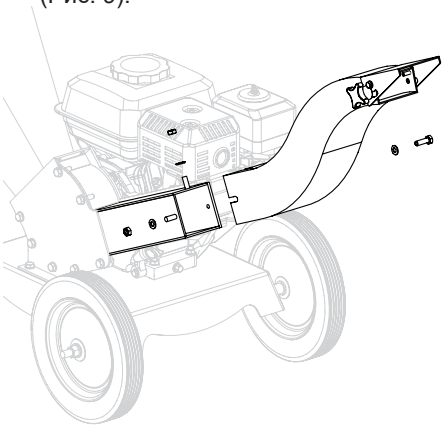

Рис. 9 Установка жёлоба выброса
7. Установите жёлоб выброса на фланец корпуса измельчителя и закрепите его с помощью болтов, шайб и гаек (Рис. 9).